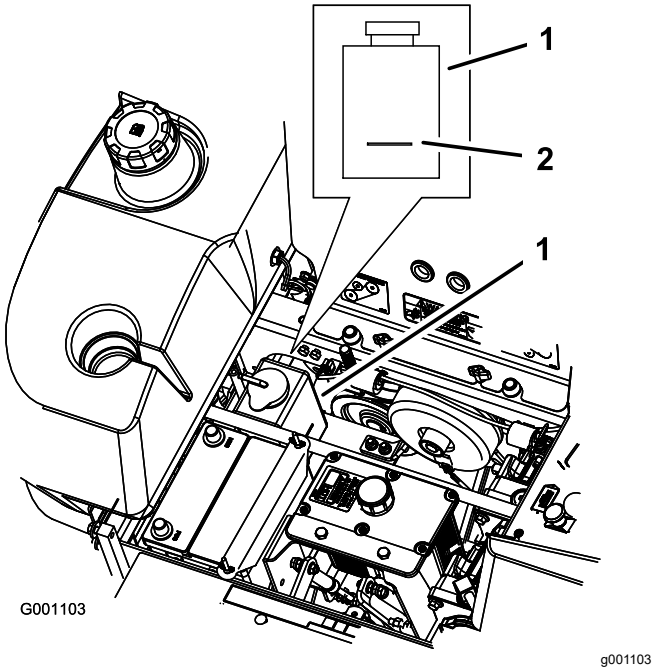

Rysunek 79
4. Przy zimnym silniku sprawdź poziom w zbiorniku przelewowym. Płyn powinien sięgać do wybrzuszenia na zewnątrz zbiornika przelewowego (Rysunek 79).
5. Jeśli poziom płynu chłodzącego jest niski, dolej mieszanki płynu niezamarzającego o przedłużonej trwałości/płynu Dex-Cool® z wodą w proporcji 1:1 do zbiornika przelewowego (Rysunek 79).
6. Dolej mieszanki płynu chłodzącego w proporcji 1:1 do zbiornika przelewowego i napełnij go do linii zaznaczonej na zbiorniku (Rysunek 79).